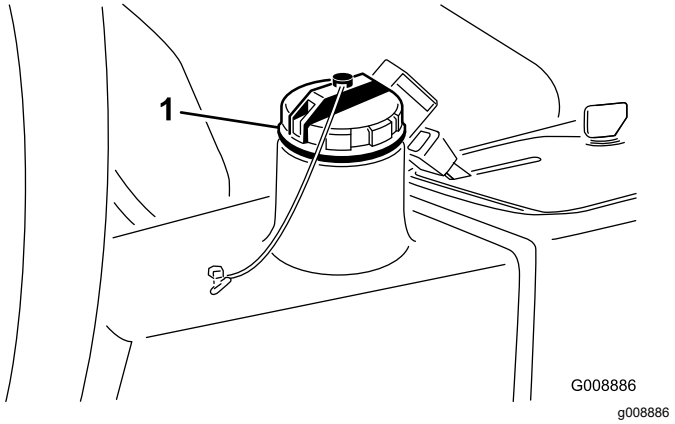

Figuur 32
- Mobil EAL Envirosyn H 46 (VS)
2. Reinig de omgeving van de vulbuis en de dop van de hydraulische tank (Figuur 32).